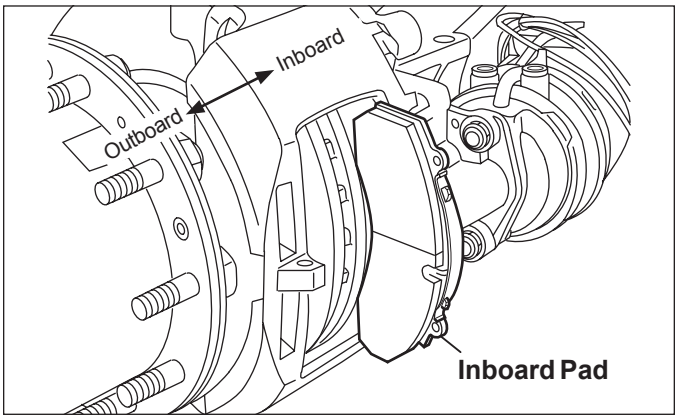

Figure 38 – Pad Removal
5.2.9 *See Figure 38.* Move the caliper fully inward and remove the inboard pad, then move the caliper fully outward and remove the outboard pad.